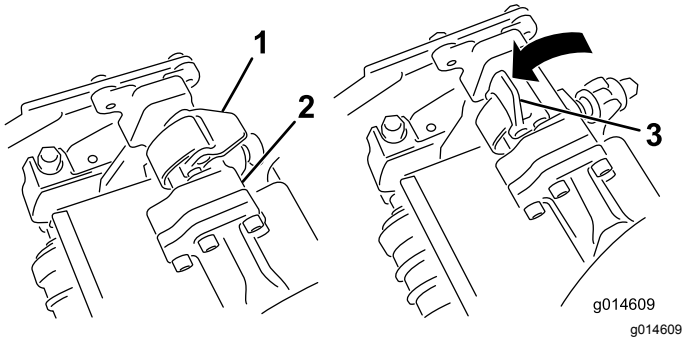
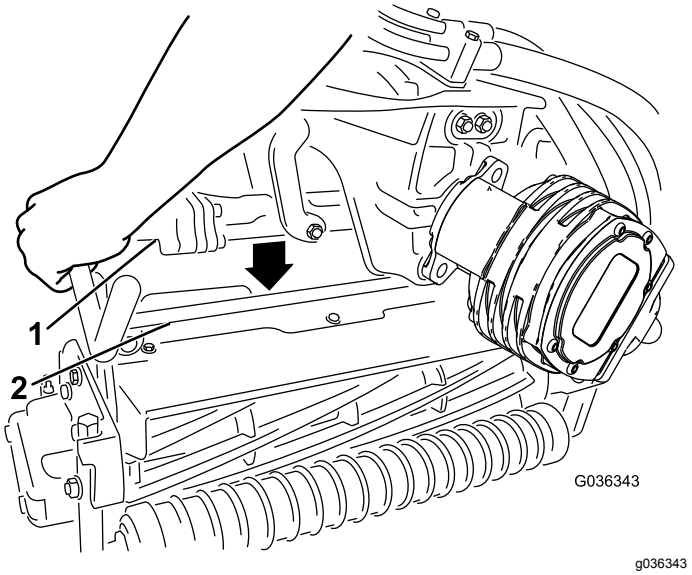

Figuur 31
Figuur 32
4. Zorg ervoor dat de vergrendelingen op de ophangarm omhoog wijzen (dus open staan) (Figuur 31), druk de ophangarm omlaag zodat de stang ervan over de stang aan de bovenkant van het maaidek valt (Figuur 32).
5. Sluit de vergrendelingen rond de stang van het maaidek en vergrendel ze (Figuur 31).
5. Open de vergrendelingen op de stang van de ophangarm van het maaidek dat u wilt verwijderen (Figuur 31).